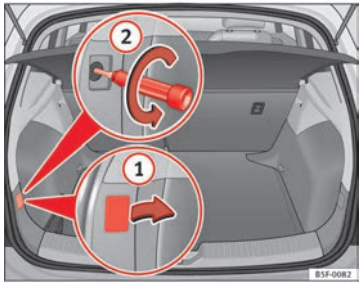

Fig. 151 Porta-bagagens: Posição do parafuso de fixação da unidade de luz traseira
– Retire a cobertura fazendo alavanca com o lado plano de uma chave de fendas na reentrância, e retirando-a da abertura ⇒ Fig. 151 (1).
– Cuidadosamente, desaperte o parafuso que existe por trás com uma chave de fendas, no sentido contrário ao dos ponteiros do relógio (seta) ⇒ Fig. 151 (2).